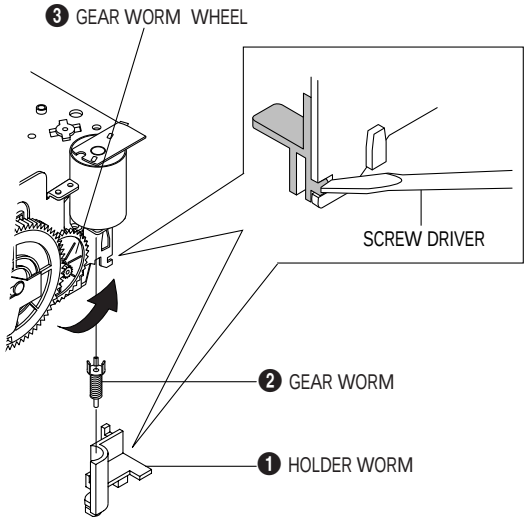

Fig. 2-2
1) Remove the Holder Worm ❶ and the gear worm ❷. (See Fig. 2-2)
2) Turn the Gear Worm Wheel ❸ counterclockwise in the direction of arrow with screw driver. (See Fig. 2-2)
4) Rotate Gear Worm Wheel ❸ counterclockwise using screw driver again up to the state of eject mode and then pick out the tape. (Refer to Fig. 2-2)